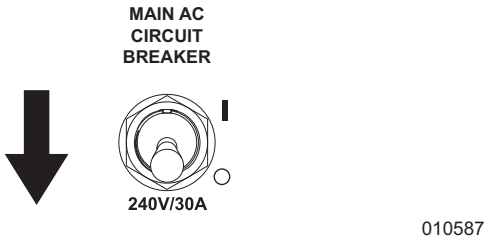

Figure 3-49. Main AC Circuit Breaker OFF (O)
4. See *Figure 3-49*. Switch main AC circuit breaker to OFF (O).